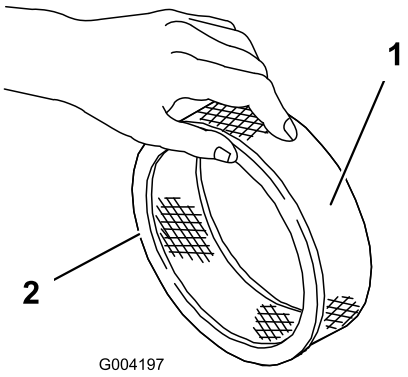

Figur 16
5. Inspektera pappersinsatsen och kontrollera om det finns några sprickor, en oljebeläggning eller skador på gummitätningen (Figur 16).
1. Skjut försiktigt på skumförfiltret på pappersfiltret (Figur 16).